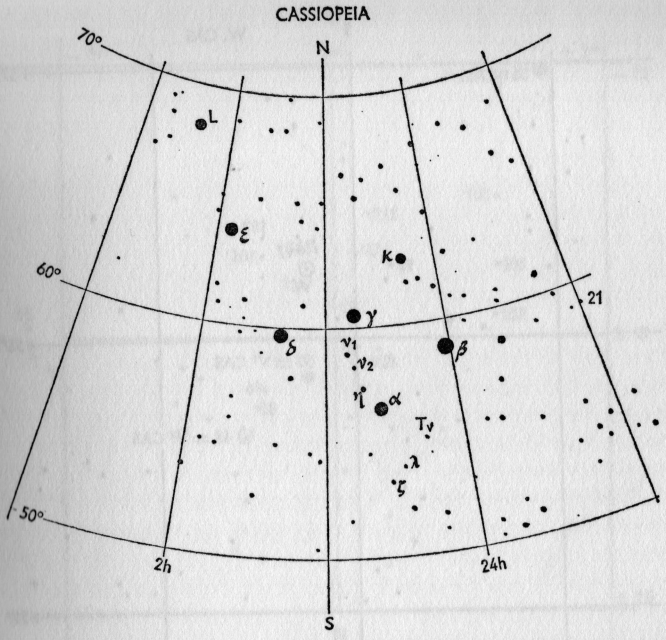

Fig. 103
We betrekken de kaartjes van de omgeving van de veranderlijken van de 'Werkgroep Veranderlijke Sterren' en onze eerste taak is nu, de ster aan de hemel op te zoeken. Als u dit voor de eerste keer doet, kost u dat al gauw een uur zoeken; later zal het u minder tijd en moeite kosten. Heeft u de ster eenmaal gevonden, dan zult u een volgende avond geen moeite hebben om deze ster weer te vinden. Als voorbeeld nemen we W Cas. Het sterrenbeeld Cassiopeia zal een ieder weten te vinden. Tussen de sterren γ en η (zie fig. 103) staan de beide sterren ν_1 en ν_2 ,die met een prismakijker gemakkelijk te zien zijn.*)
*) *In fig. 103 zijn v_1 en v_2 per abuis verwisseld.*